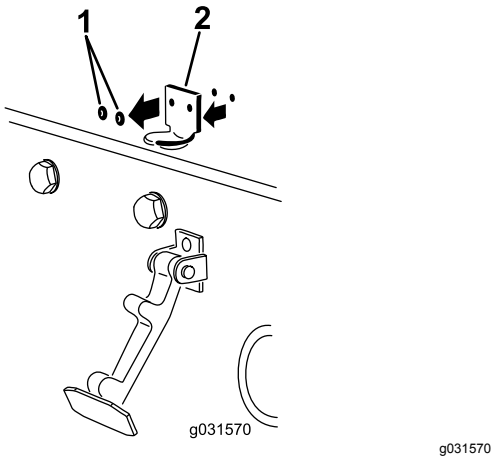

Figura 5
2. Rimuovete i 2 rivetti che fissano la staffa del fermo del cofano al cofano (Figura 5).